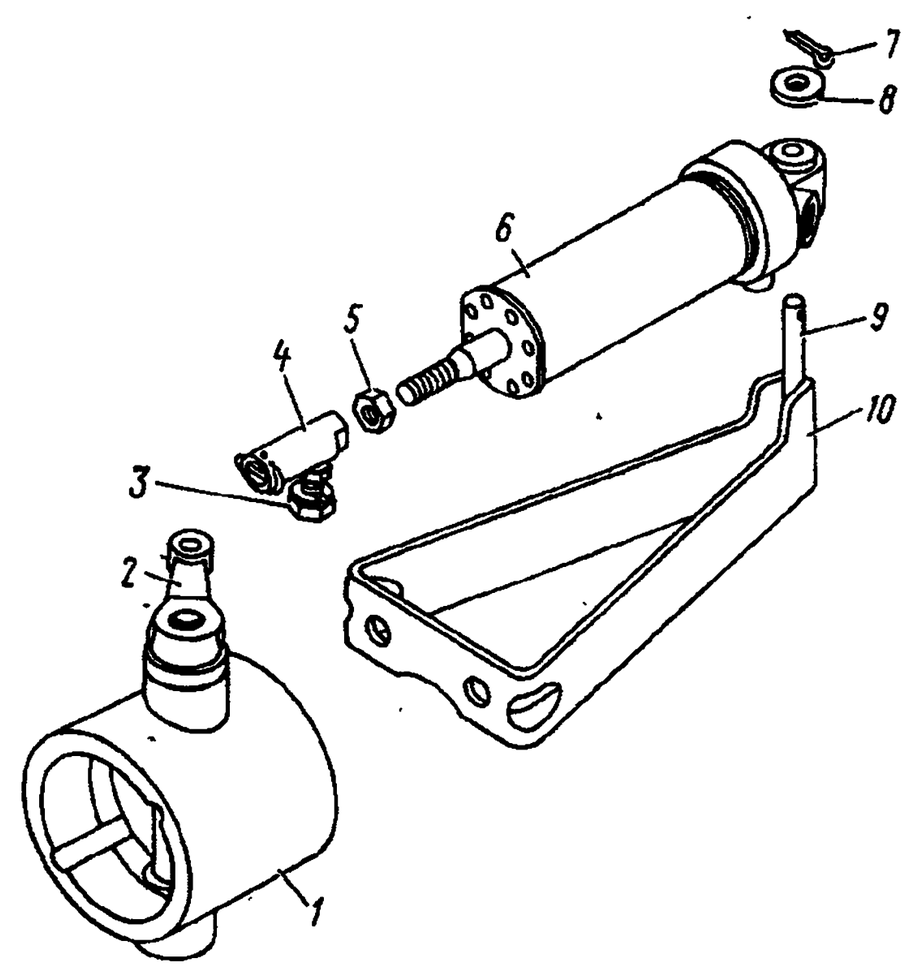

Рис. 61. Установка пневматического цилиндра вспомогательной тормозной системы:
2. Отвернув гайку *3* (рис. 61), снимите цилиндр *6* в сборе с рычагом *2* корпуса *1* вспомогательной тормозной системы	Ключи 10, 13 мм